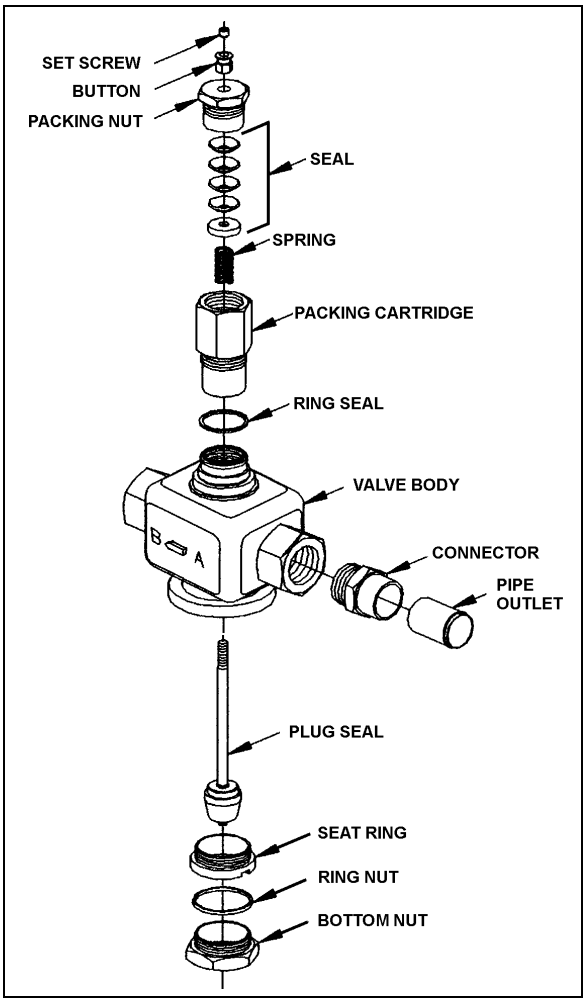

FIGURE 46: VALVE BODY ASSEMBLY 22218
4. Remove stem and plug. Direct acting threaded body valves (Fig. 46). Unscrew the bonnet. Lift out the stem and disc holder assembly and the plug.
5. Disassemble stem and plug. Threaded body valves. Unscrew plug (Fig. 46) from stem to remove disc and spring. The disc may have to be pried from the disc holder with a screwdriver. The valves have a staked stem and disc holder assembly (Fig. 46). The stem and plug cannot be disassembled on some valves with metal-to-metal seats.